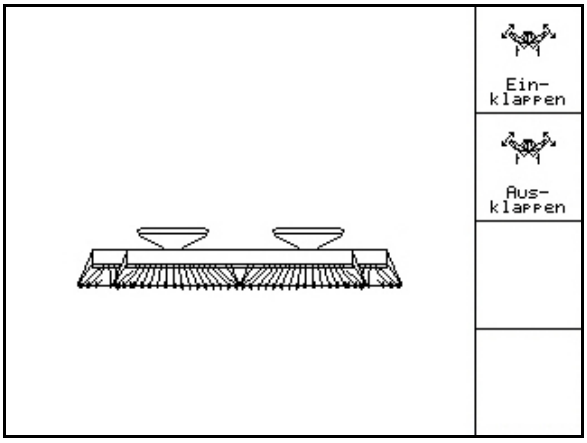

Fig. 57
- In das Untermenü Klappen wechseln (Fig. 57).